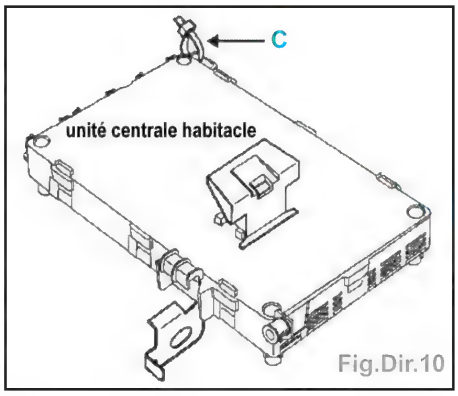

Fig.Dir.10
• la vis de fixation du support de l'unité centrale d'habitacle (A),
• la vis de fixation de l'unité centrale d'habitacle (B),
• et si besoin, le collier (C) (Fig.Dir.10).